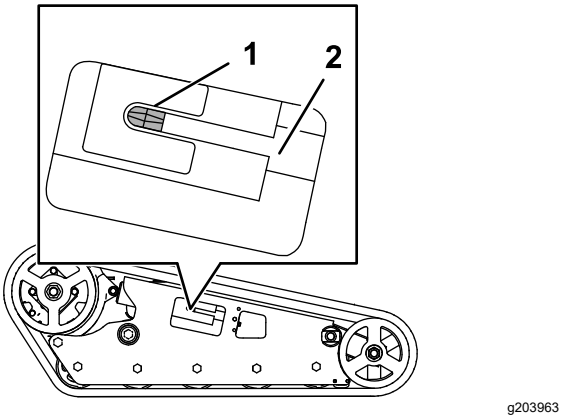

Figuur 67
15. Draai de spanschroef linksom tot ze niet meer verder kan (Figuur 67).